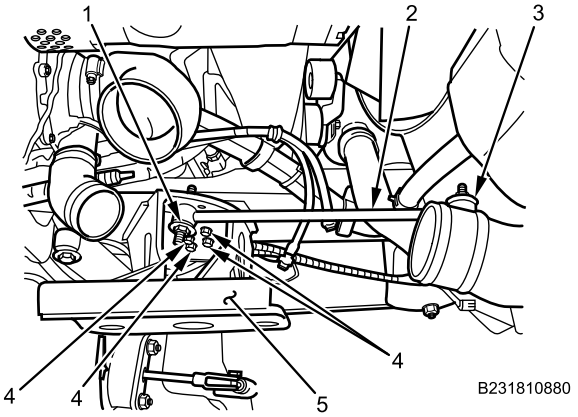

Figure 4. Right Side Engine Armor Plate Bracket.
2. With assistant, position engine armor plate bracket (Figure 4, Item 5) on frame rail.
3. Install engine armor plate bracket (Figure 4, Item 5) with four new locknuts (Figure 4, Item 4) on four bolts. Tighten securely.
4. Install radiator support (Figure 4, Item 2) on radiator assembly bracket with bolt, locknut, and washer (Figure 4, Item 3). Do not tighten.
5. Install radiator support (Figure 4, Item 2) on engine armor plate bracket (Figure 4, Item 5) with bolt, locknut, and washer (Figure 4, Item 1). Tighten all nuts and bolts securely.